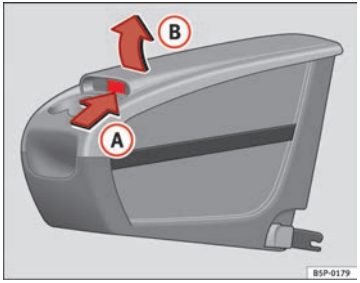

Fig. 115 Mobile storage compartment. Opening
– Lift the cover (B), in area (A) ⇒ fig. 115.